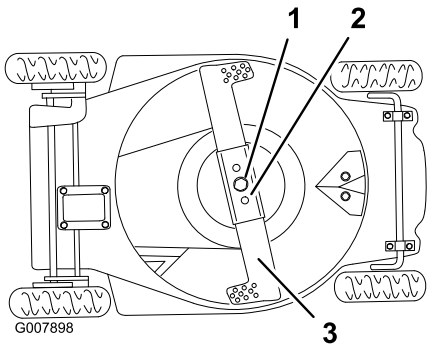

Figur 30
2. Lägg gräsklipparen på **vänster** sida (Figur 30).
2. Ta bort knivbulten, låsbrickan, kniven och knivförstärkningen (Figur 30).